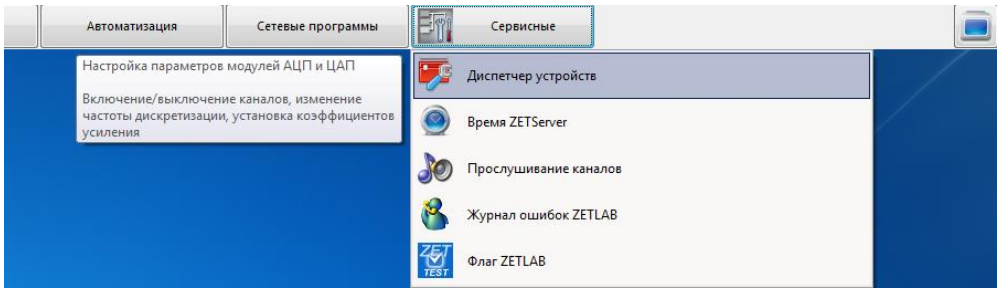

Рисунок 15
4. Запустить программу «Диспетчер устройств ZET», которая располагается в меню «Сервисные» напанели ZETLAB (Рисунок 15).